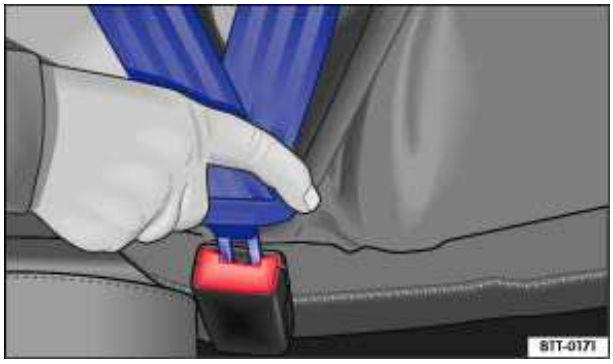

Fig. 55 Inserting the safety belt buckle tongue into the belt buckle.
- Insert the tongue into the correct buckle for your seat until you hear it latch securely ⇒ fig. 55.